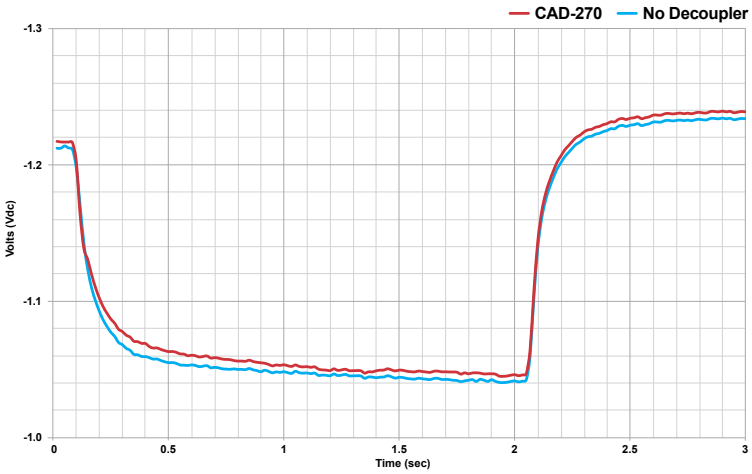

Figure 1
a. A pair of waveforms as shown in Figure 1 below would indicate that a standard decoupler (SSD or PCR) is likely to produce future instant off potential measurements with good accuracy and a relatively short on/off cycle. This is important when anticipating a Close Interval Survey (CIS) and the time needed to conduct that testing.